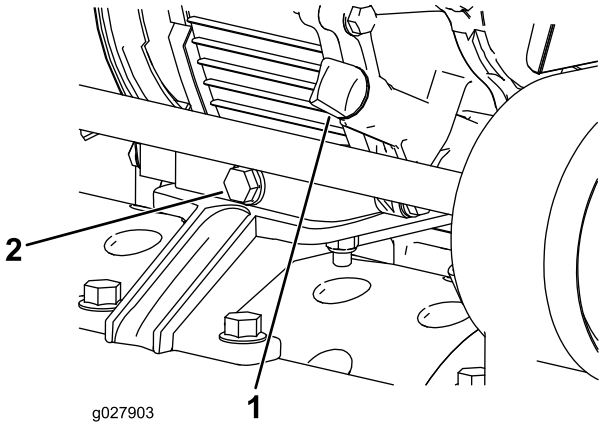

Figur 23
1. Placer maskinen, så motoren står plant, og rengør området rundt om oliestandsmåleren (Figur 23).
2. Anbring en drænbakke under bagenden af maskinen, direkte under aftapningsproppen (Figur 23).